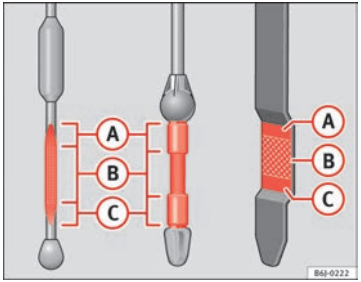

Fig. 135 Engine oil dipstick
– Then pull it out once more and check the oil level ⇒ Fig. 135. Top up with engine oil if necessary.